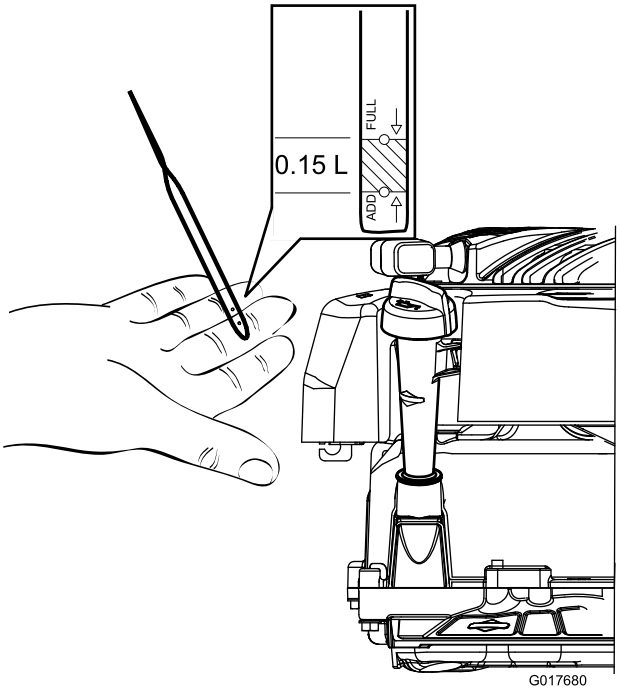

Bild 10
2. Nehmen Sie den Peilstab heraus und prüfen Sie den Ölstand (Bild 10). Wenn der Ölstand unter der Nachfüll-Marke ist, gießen Sie langsam Öl in den Einfüllstutzen, um den Ölstand auf die Voll-Marke am Peilstab anzuheben. Warten Sie 3 Minuten und prüfen Sie dann den Ölstand erneut mit dem Peilstab (Max. Füllmenge: 0,59 l der Sorte: Waschaktives SAE 30-Öl mit der Klassifizierung SF, SG, SH, SJ, SL oder höher durch das American Petroleum Institute (API).